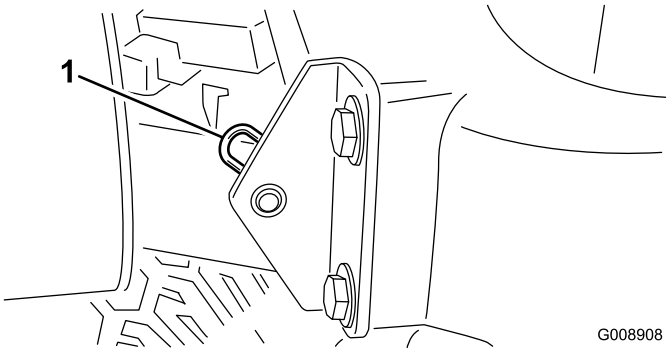

**Figur 29**
2. Ta bort hårnålssprinten som fäster motorhuvstappen till fästskivorna (Figur 29).